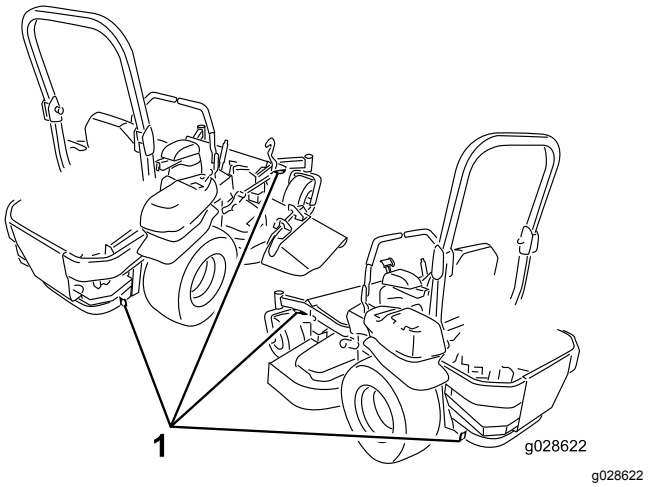

Figuur 45
6. Zet de machine vast bij de voorste zwenkwielen en de achterbumper; gebruik hierbij spanbanden, kettingen, kabels of touwen (Figuur 45). Raadpleeg de lokale vereisten inzake de bevestiging van machines.